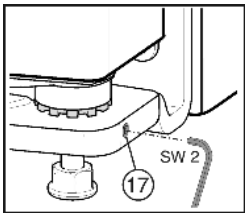

Fig. 12
▶ Немного выкрутите установочный винт *Fig. 12 (17)* (максимум на один оборот).
- ▶ Снова затяните установочный винт *Fig. 12 (17)*, чтобы зафиксировать опорный винт.